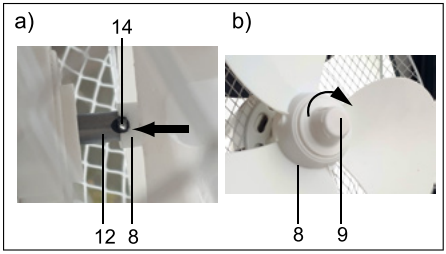

Fig.3: Montage Rotor
6. Schieben Sie jetzt den Rotor (8) auf die Motorachse (12). *Die kleine Querachse (14) am Ende der Motorachse, muss dabei in der Aussparung des Rotoraufsatzes liegen. Siehe Abb. 3, a).*
7. Stecken Sie die Schraubenmutter (9) auf den Rotor (8).
8. Drehen Sie diese im Uhrzeigersinn fest. Siehe Abb. 3, b).